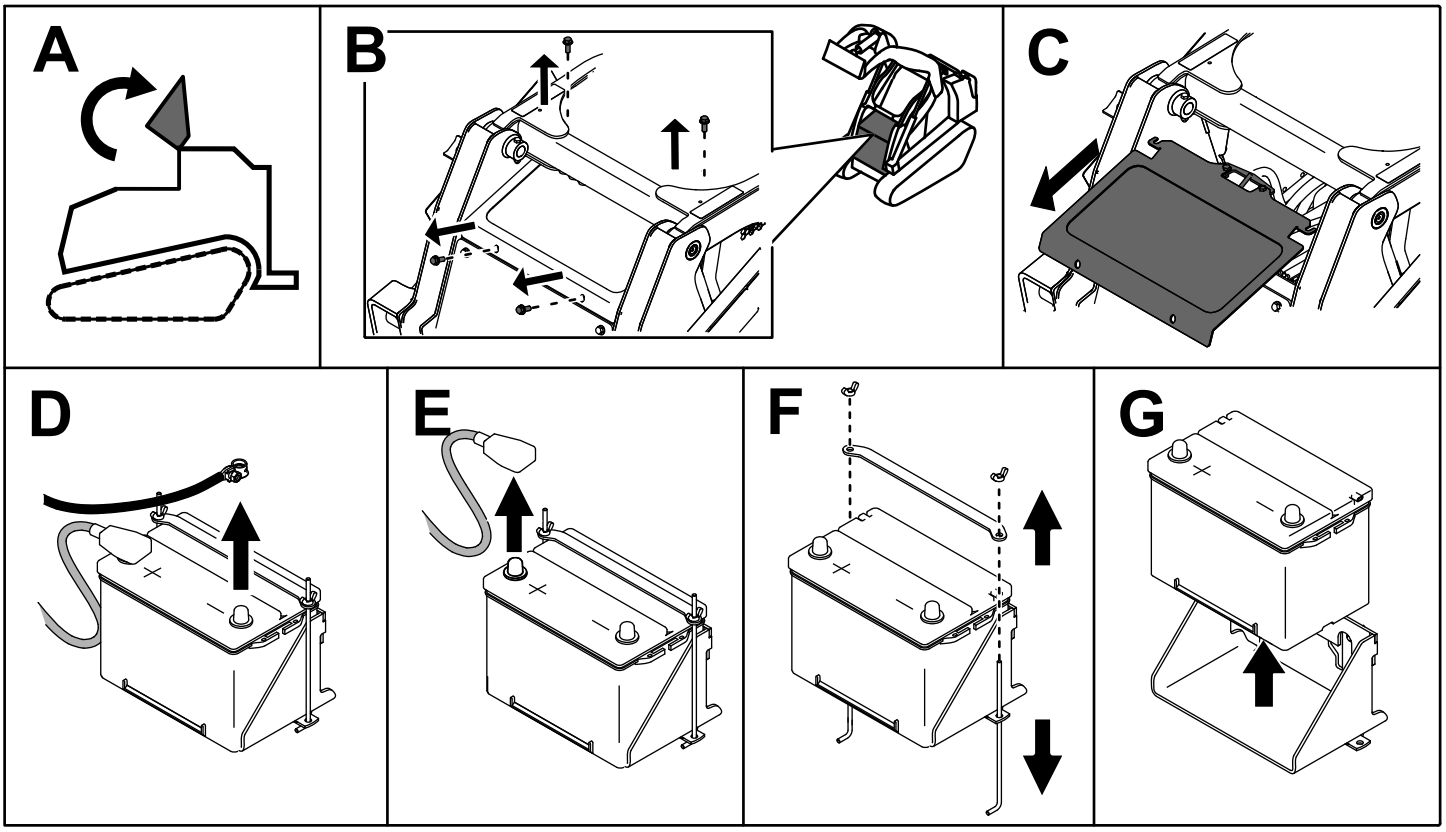

**Figur 49**
3. Ta bort batteriet enligt Figur 49.